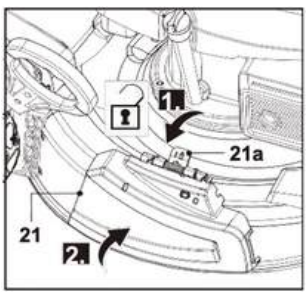

rys. 18
2. Przekręć zatrzask blokujący (21a) w dół i przytrzymaj, aby go odblokować (rys. 18, krok 1).
3. Otwórz boczną osłonę wyrzutnika (21) i przytrzymaj ją w tej pozycji (rys. 18, krok 2).